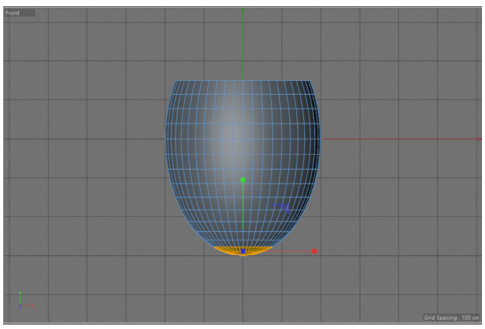
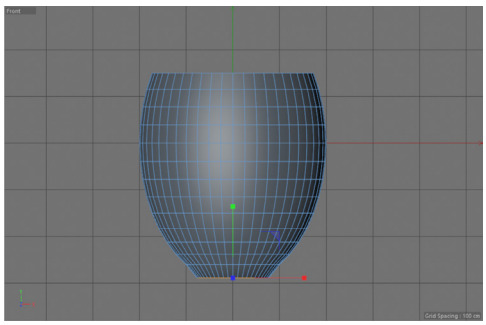

Figure 3-75 *Bottommost polygons selected*
Figure 3-76 *Selected polygons scaled along y-axis*
10. Choose the **Brush Selection** tool and select the bottommost polygons of *vase*, as shown in Figure 3-75. Next, activate the **Scale** tool and scale these polygons along Y-axis, as shown in Figure 3-76.